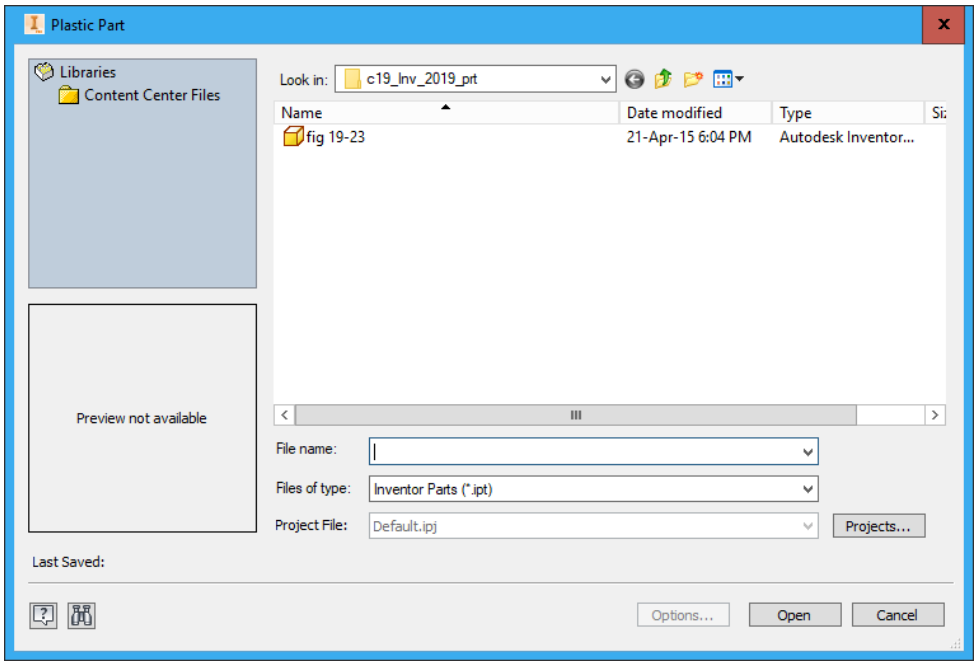

Figure 19-63 *The* ***Plastic Part*** *dialog box*
1. Choose the **Plastic Part** tool from the **Plastic Part** drop-down in the **Mold Layout** panel of the **Mold Layout** tab in the **Ribbon**; the **Plastic Part** dialog box is displayed, as shown in Figure 19-63.